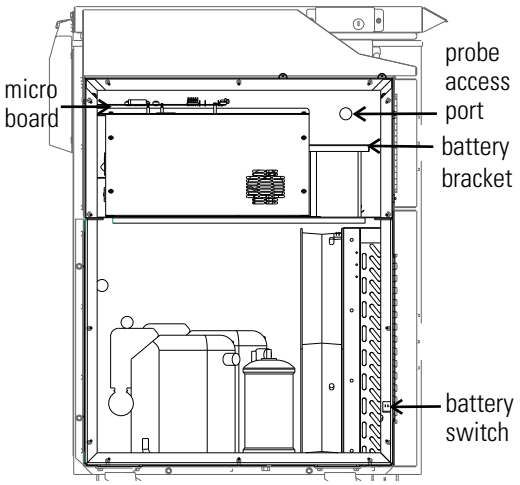

**Figure 5-1.** Battery and Switch location
3. Turn off the battery switch (O). See Figures 5-1 and 5-2.
2. Locate the battery power switch (Figure 5-1). Turn the battery power switch to the Off position (O).
4. Remove the three nuts securing the battery bracket. See Figure 5-1.